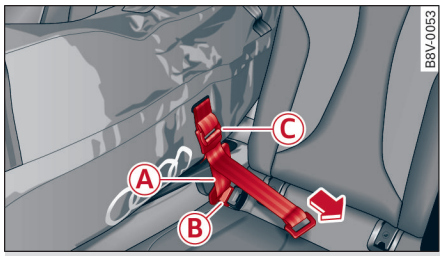

图 84 后座椅：固定袋子
- ▸ 将袋子的固定带 Ⓐ 插入中间锁扣 Ⓑ 中 ⇨ *图 84*。